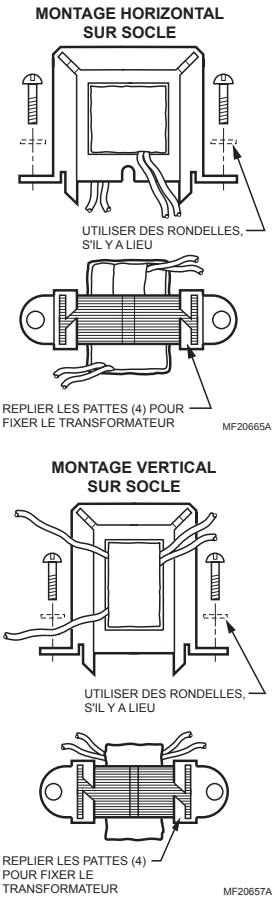

Fig. 3. Utilisation d'un support en U horizontal pour montage horizontal sur socle ou d'un support en U vertical pour montage vertical sur socle.
c. Support en U vertical. Installer le support sur les lamelles (voir la Fig. 3) et replier les pattes pour fixer le transformateur. Monter le transformateur en utilisant les trous de 5 mm (3/16 po) dans le socle de montage.